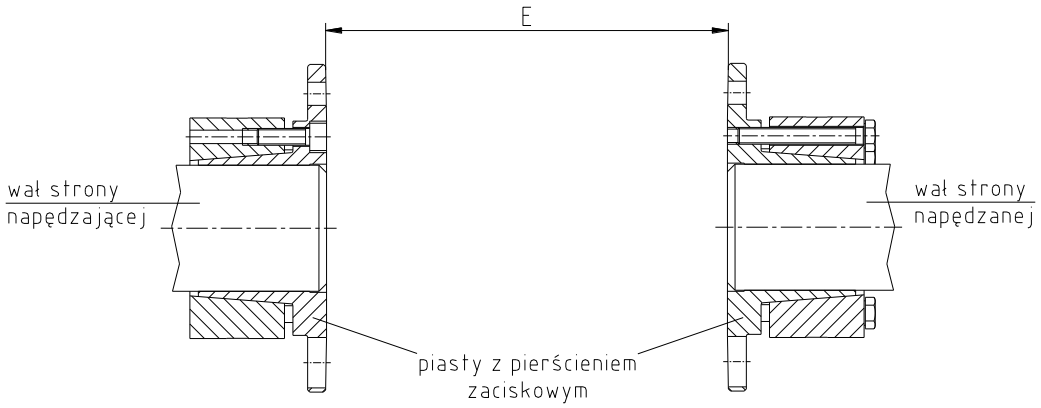

rysunek 18: montaż piast z pierścieniem zaciskowym
- Wewnętrzna strona każdej z piast musi być zlicowana z czołem wału (patrz rysunek 18).